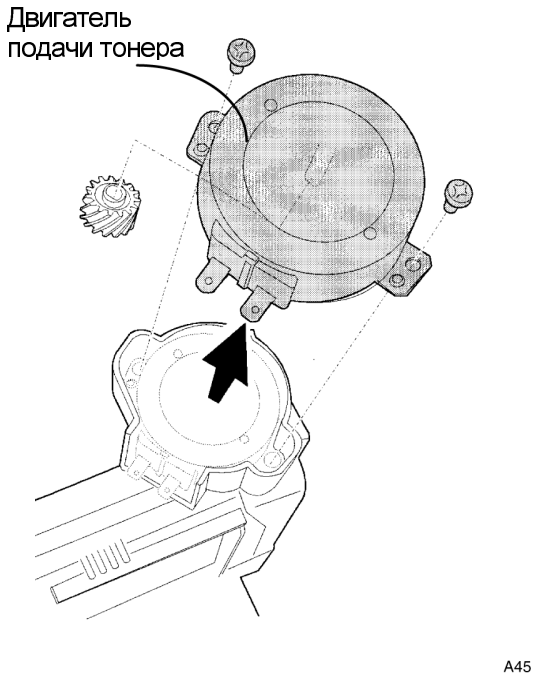

Рисунок 3. Снятие двигателя подачи тонера
3. (Рисунок 3): Отверните винты и снимите двигатель подачи тонера.